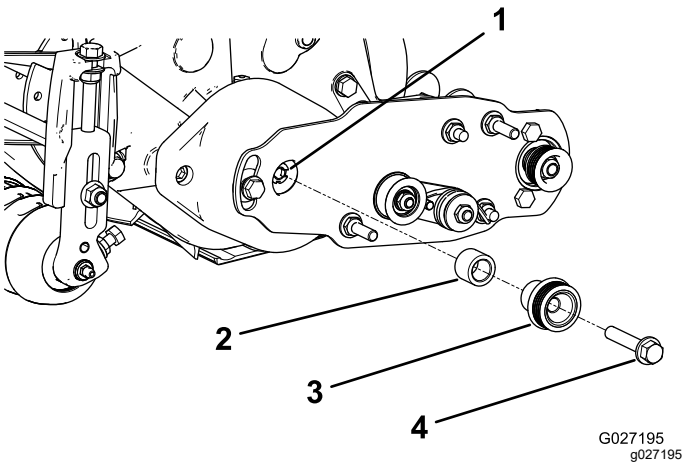

**Рисунок 15**
1. Вставьте проставку в вал в корпусе подшипника (Рисунок 15).
2. Вставьте ведущий шкив в проставку и на ведущий вал (Рисунок 15).
3. Прикрепите шкив и проставку к ведущему валу с помощью болта с фланцевой головкой (3/8 x 2 дюйма); см. Рисунок 15.